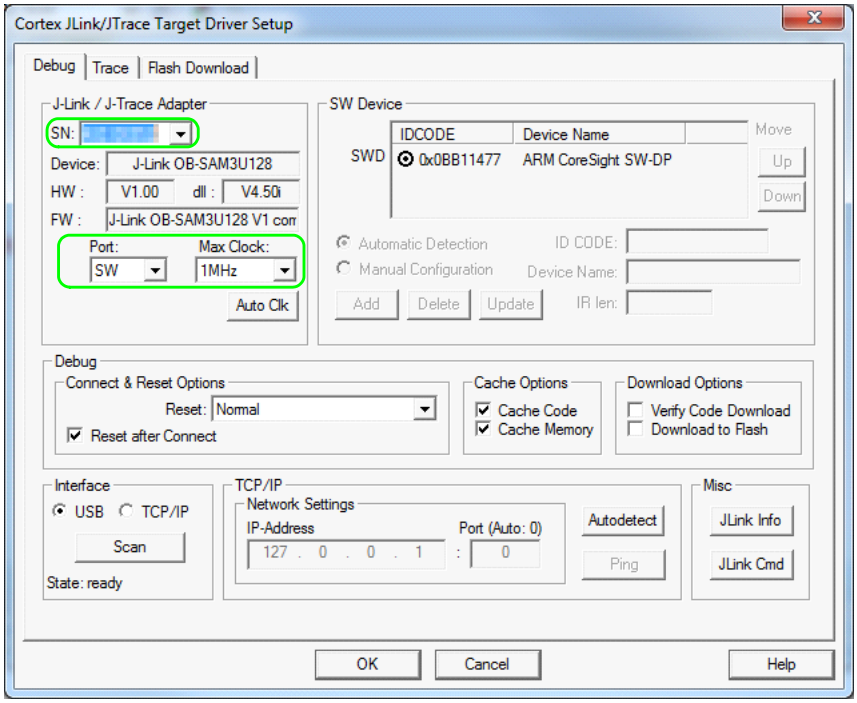

***Figure 37*** *Debug settings*
5. Click the **Debug** tab shown in the figure. Set Port to **SW** and Max Clock to **1 MHz**, as shown in ***Figure 37***. Make sure that SN and IDCODE are populated properly and click **OK**.